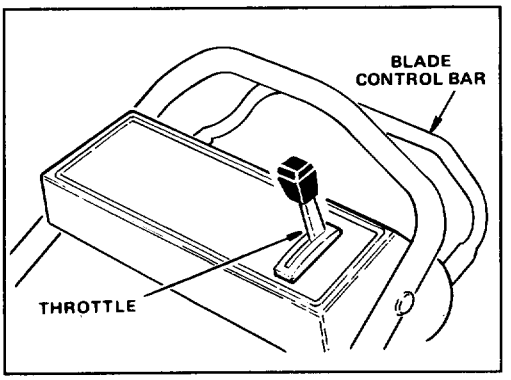
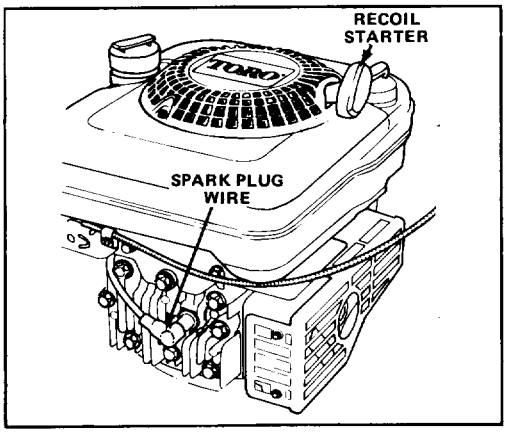

Figure 8
Figure 9
1. CONTROLS—Throttle and blade control bar are on upper handle (Fig. 8). Recoil starter is on top of engine (Fig. 9).
2. Push spark plug wire onto spark plug (Fig. 9).
3. Move throttle to CHOKE. Pull engine mounted recoil starter out until positive engagement results; then pull vigorously to start the engine (Fig. 9). Regulate throttle as desired when engine starts.
5. STOPPING (Fig. 8)—Release control bar to stop blade. To stop engine, move throttle to OFF. Pull wire off spark plug if mower will be unattended or not used.
1. Stop engine and pull wire off spark plug (Fig. 9).
2. Move throttle control to FAST (Fig. 8).